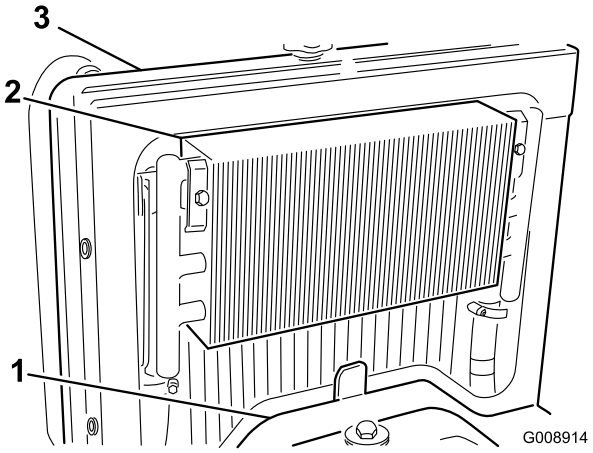

**Figur 50**
2. Ta bort åtkomstpanelen (Figur 50).